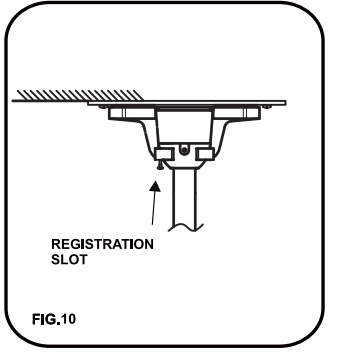

FIG.10
Step 7. Now lift motor assembly into position and place hanger ball into hanger bracket. Rotate until the check groove has dropped into the registration slot and seats firmly.(Fig 10)Rod should not rotate if this is done correctly.